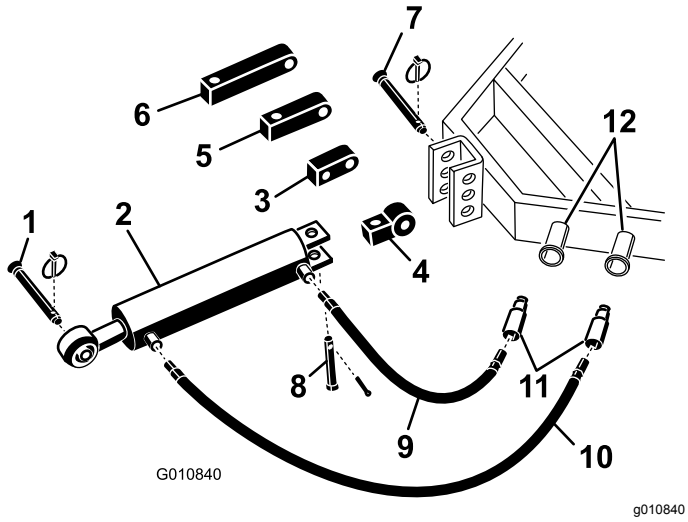

Rysunek 5
1. Zamocuj końcówkę łącznika hydraulicznego łącznika górnego do traktora za pomocą sworzni dostarczonych wraz z traktorem (Rysunek 5). Ustaw hydrauliczny łącznik górny tak, aby tłoczysko siłownika było skierowane w stronę aeratora. Złącza siłownika powinny być skierowane w kierunku złączy pomocniczej hydrauliki siłowej traktora.
Informacja: Jeżeli siłownik hydrauliczny musi być ustawiony złączami hydraulicznymi skierowanymi do góry, w celu zmiany ustawienia siłownika użyj łącznika obracającego zamiast łącznika standardowego (Rysunek 5). Zamiast łącznika obracającego można użyć kątowych złączy hydraulicznych (nie są one dołączone).
A. Wyjmij sworzeń i zawleczkę mocujące łącznik standardowy do siłownika (Rysunek 5). Odłącz łącznik standardowy od siłownika.
B. Używając wcześniej wyjętego sworznia i zawleczki zamocuj łącznik obracający do siłownika (Rysunek 5).
2. Podłącz przewód hydrauliczny o dł. 106 cm do złącza hydraulicznego łącznika górnego umieszczonego bliżej aeratora Rysunek 5. Pokryj gwint przewodu taśmą uszczelniającą do gwintów lub środkiem do uszczelniania gwintów, aby wyeliminować nieszczelności.
3. Podłącz przewód hydrauliczny o dł. 76 cm do złącza hydraulicznego łącznika górnego umieszczonego bliżej traktora (Rysunek 5). Pokryj gwint przewodu taśmą uszczelniającą do gwintów lub środkiem do uszczelniania gwintów, aby wyeliminować nieszczelności.
Jeżeli siłownik hydrauliczny nie sięga do wspornika aeratora, zamiast łącznika standardowego do połączenia siłownika z traktorem użyj łącznika przedłużającego (Rysunek 5).
B. Używając wcześniej wyjętego sworznia i zawleczki zamocuj do siłownika łącznik przedłużający o odpowiedniej długości (Rysunek 5).